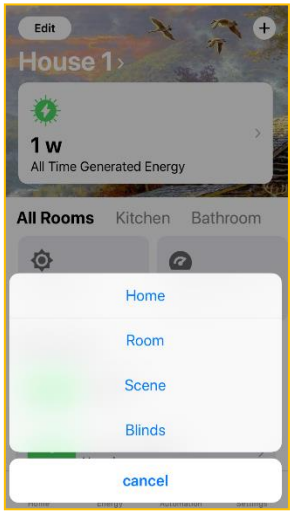

Figure 25
10.7.2. Select **Scene** from the menu options *(Fig. 25)*.